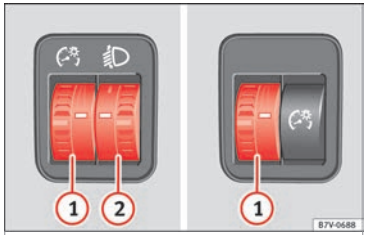

Bild 141 Bredvid ratten: reglage för instrumentbelysning (1) och räckviddsreglering för strålkastare (2)
(1) Instrument- och reglagebelysning
När strålkastarna är påslagna kan du reglera instrumentbelysningens ljusstyrka genom att vrida omkopplaren »» **bild 141** (1).
(2) Räckviddsreglering för strålkastare
Använd reglaget för höjdinställning av strålkastarna »» **bild 141** (2) om bilens lastförhållande ändras. Föraren får därmed optimal sikt samtidigt som mötande trafik inte riskerar att bländas »» ⚠.
Vrid reglaget för att återställa inställningen ››› **bild 141** (2):